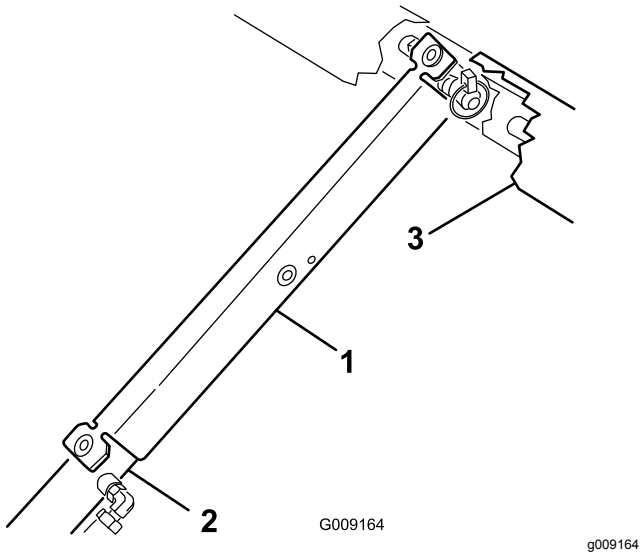

Figura 22
3. Spingete il supporto del pianale sull'asta del cilindro, assicurandovi che le alette all'estremità del supporto poggino sull'estremità della canna del cilindro e sull'estremità dell'asta del cilindro (Figura 22).